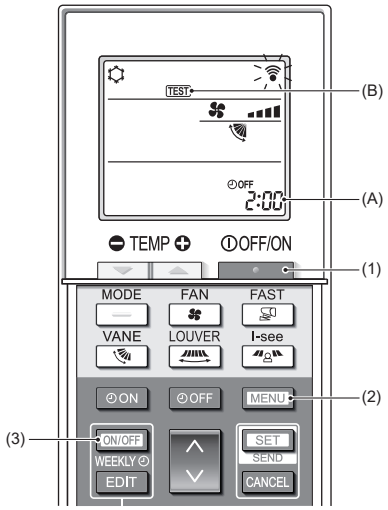

Fig. 7-5
7.2.2. Utilisation de la télécommande sans fil (Fig. 7-5)
■ **Essai de fonctionnement (Fig. 7-5)**
1. Appuyez sur le bouton [ ] (1) pour arrêter le climatiseur.
- Si la minuterie hebdomadaire est activée (WEEKLY est affiché), appuyez sur le bouton [ON/OFF WEEKLY] (3) pour la désactiver (WEEKLY disparaît).
2. Appuyez sur le bouton [MENU] (2) pendant 5 secondes.
3. Appuyez sur le bouton [MENU] (2).
- TEST (B) s'allume et l'appareil entre en mode essai de fonctionnement.